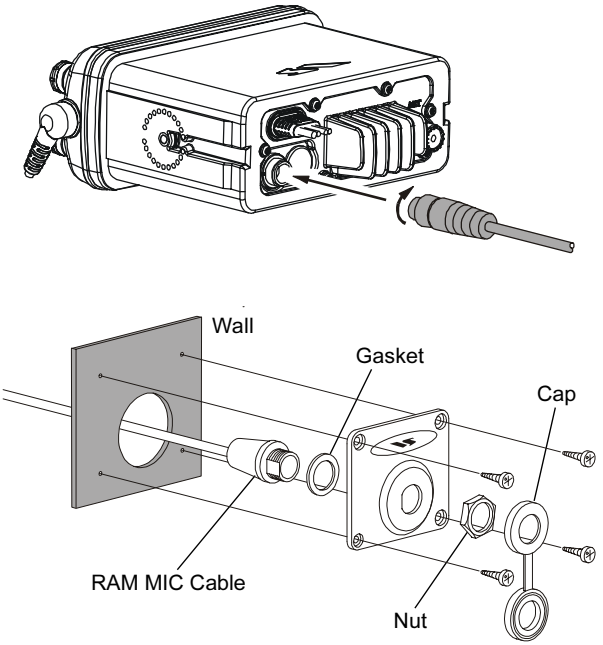

Figure 3. RAM+ MIC Installation
1. Connect the RAM+ MIC Cable to the **RAM MIC CONNECTOR** on the rear panel, then tighten the Cable Nut (See Figure 3).
2. Referring to Figure 3, make a 1.2” (30 mm) hole in the wall, then insert the RAM+ MIC Cable into this hole. Connect the Gasket and Mount Base to the RAM+ MIC Cable Connector using the Nut.